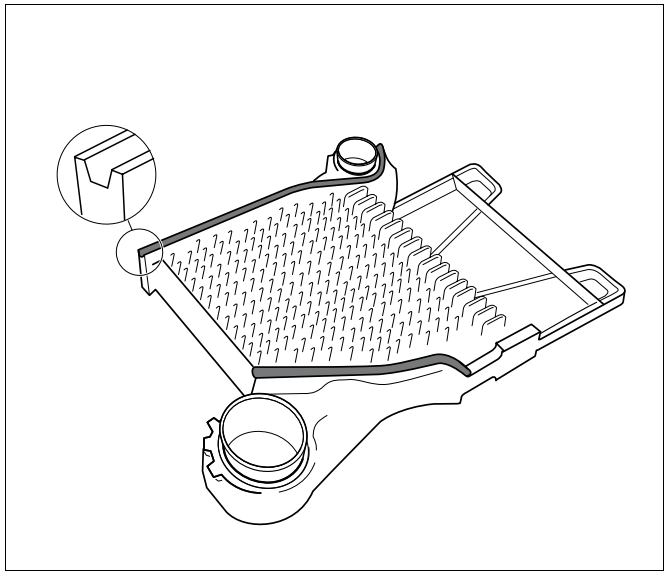

Рис. 10 Пазы с уложенными уплотнительными шнурами
- Уложить эластичный уплотнительный шнур в пазы конечной секции, начиная с верхней ступицы, и слегка прижать его (рис. 10).